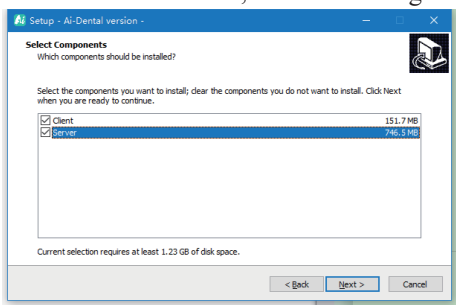

Figure 6
e) Select components. The user selects the corresponding component as needed, and then click the “Next” button, as shown in Figure 6: